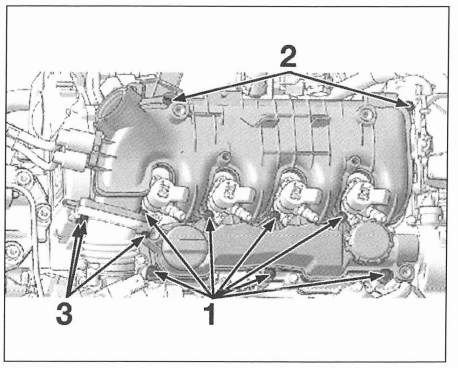

FIG. 49
• Separar el intercambiador EGR (4).
- las fijaciones (1) de la tapa de culata (fig. 49).
- las fijaciones (2) del colector de admisión.
- las fijaciones (3) de la caja de resonancia del turbocompresor.